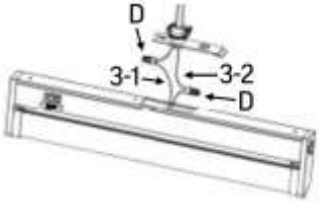

fig. 3
8. Replacez solidement le capuchon de connexion sur chaque extrémité (fig. 3).